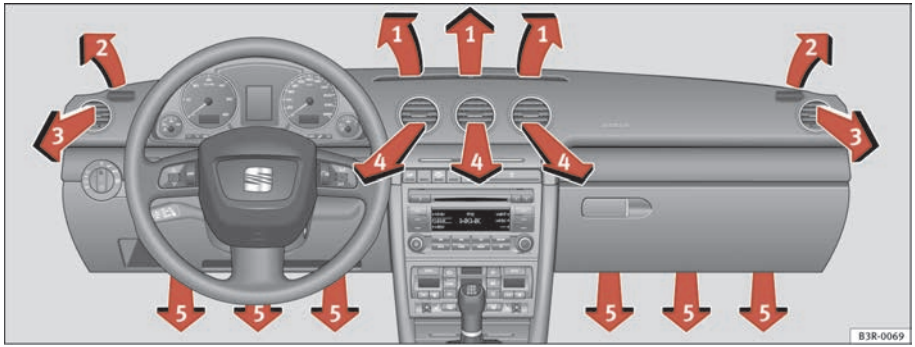

Fig. 135 Instrument panel: Location of air outlets
The air outlets ⇒ fig. 135 (3) and (4) can be operated as follows:
Each of the three buttons has a specific function. The numbers relate to the air outlets ⇒ page 159, fig. 135.
After the ignition is switched off, the blower is supplied with electrical power from the solar roof. Please ensure that outlets 3 and 4 are open ⇒ page 159, fig. 135 to ensure the best possible ventilation.